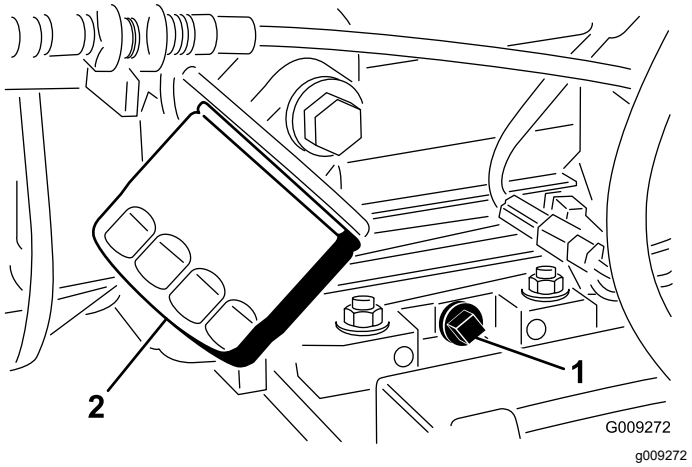

**Figura 35**
2. Coloque un recipiente grande debajo del tapón de vaciado de aceite (Figura 35).
3. Retire el tapón de vaciado y deje fluir el aceite a un recipiente apropiado (Figura 35).
5. Desmonte el filtro de aceite del adaptador del filtro (Figura 35).